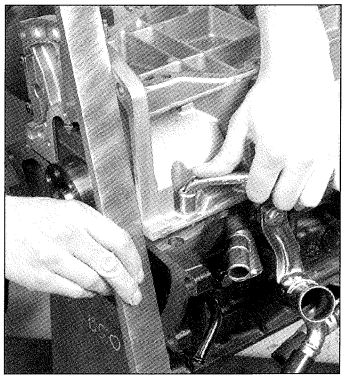
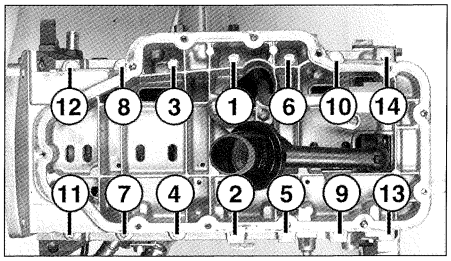

FIG. 49
FIG. 50
• Montar el cárter intermedio con una junta nueva, centrando este último en el cárter y alineando el cárter con relación al bloque motor **(fig. 49).** Apretar los tornillos de fijación al par prescrito y en el orden indicado **(fig. 50).**